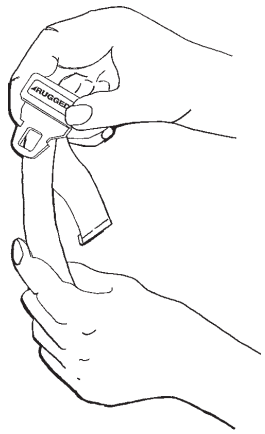

Abbildung 47
- **Zum Schließen des Haltegurts** den Stecker in das Gurtschloss stecken, bis er einrastet. Beim Schließen des Brustgurts darauf achten, dass der Stecker durch beide Kopplungen (C) an den Schultergurten geschoben wird (Abbildung 47).